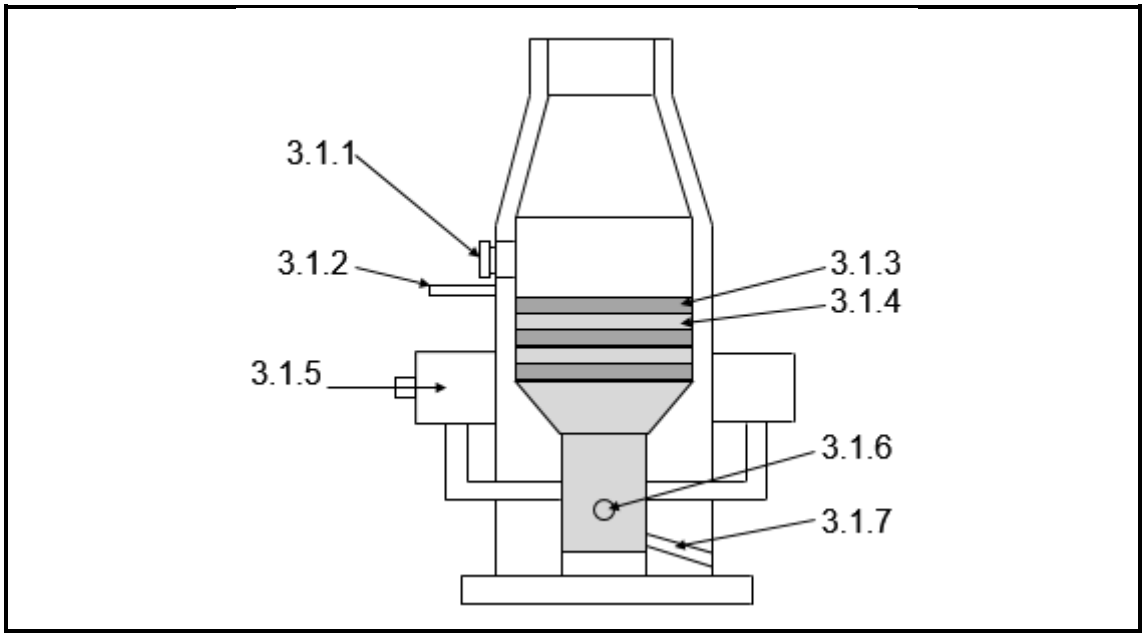

FIGUUR 2
3.1 FIGUUR 2 toon ’n koepeloond (‘cupola furnace’).